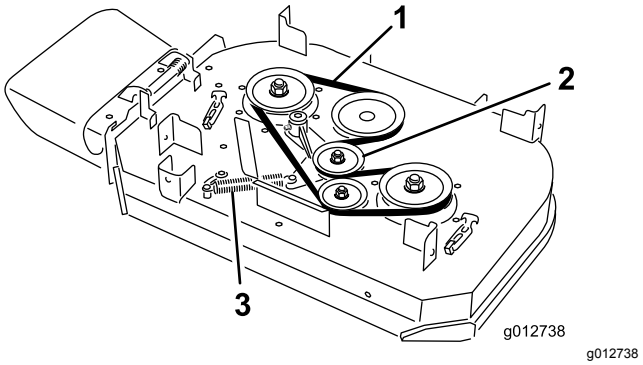

Rysunek 64
4. Zdejmij sprężynę z kołka zaczepu na jałowym kole pasowym (Rysunek 64).
5. Zdejmij zużyty pasek kosiarki (Rysunek 64).
6. Załóż nowy pasek wokół koła sprzęgła, kół pasowych podwozia tnącego i jałowego koła pasowego (Rysunek 64).
7. Załóż sprężynę na kołek zaczepu na ramieniu jałowego koła pasowego (Rysunek 64).